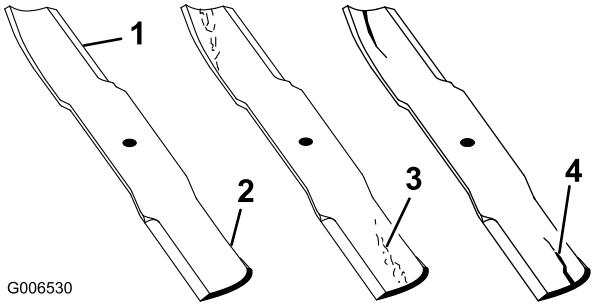

Figura 22
2. Verificate accuratamente i taglienti, con particolare attenzione ai punti d'incontro delle sezioni piatta e curva della lama (Figura 22). Sabbia e materiali abrasivi possono consumare il metallo che connette le sezioni piatta e curva della lama, per cui si consiglia di controllare la lama prima di usare la macchina. Se notate che la lama è consumata (Figura 22), sostituitela; vedere Rimozione della lama.
Se continuate ad usare la lama usurata, si forma una scanalatura tra la costa e la sezione piatta della lama (Figura 22). Alla fine, un pezzo di lama può staccarsi e venire lanciato dal sottoscocca, con il rischio di ferire gravemente voi o gli astanti.